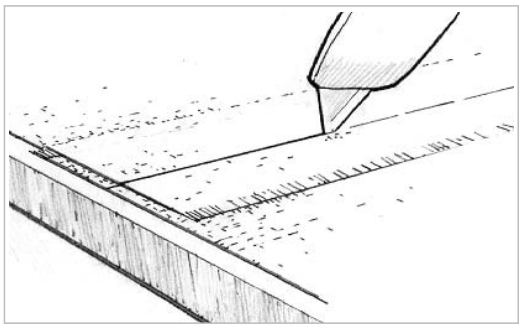

Figure 9-20 *Trim overlapping fabric using a metal straightedge and a sharp utility knife, for a flush butt joint.*
a) Place a metal straightedge on top of and midway between the two overlapped edges. **b)** Cut through both layers of cloth with a sharp utility knife *(Figure 9-20)*.